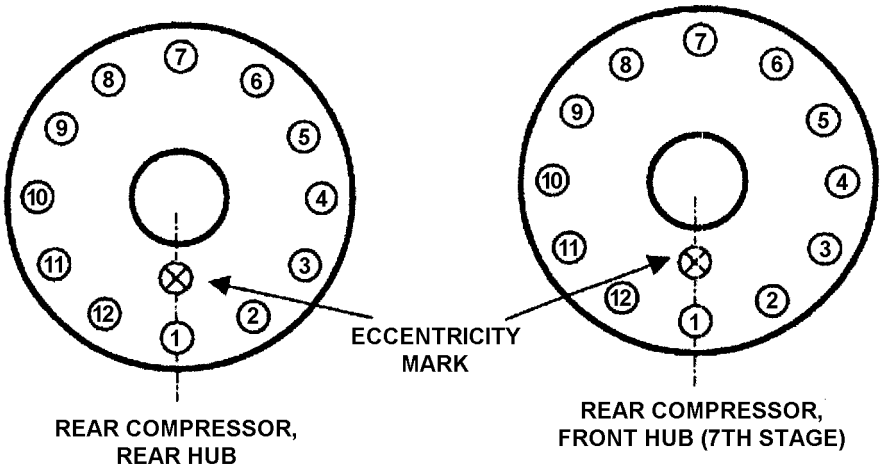

Figure 5. Front Hub and Blades, 7th Stage, Stacking Index Mark
(1) Place the rear and front hub on bench with eccentricity symbol (a circle with a ”X” in it) facing artisan.
(2) Starting with tie bolt closest in line with eccentricity symbol (a circle with a ”X” in it), number each tie bolt as shown in figure 5.
(3) On the rear hub, locate the tie bolt nearest in line with the heavy angle mark. Using Table 3, find the respective bolt hole under the ”Rear Hub” column.
(4) Note the bolt hole number listed under the ”Front Hub” column on the same row.
(5) Mark an ”X” with ink on the center one third of the front hub web in line with the bolt hole number noted on Table 3.